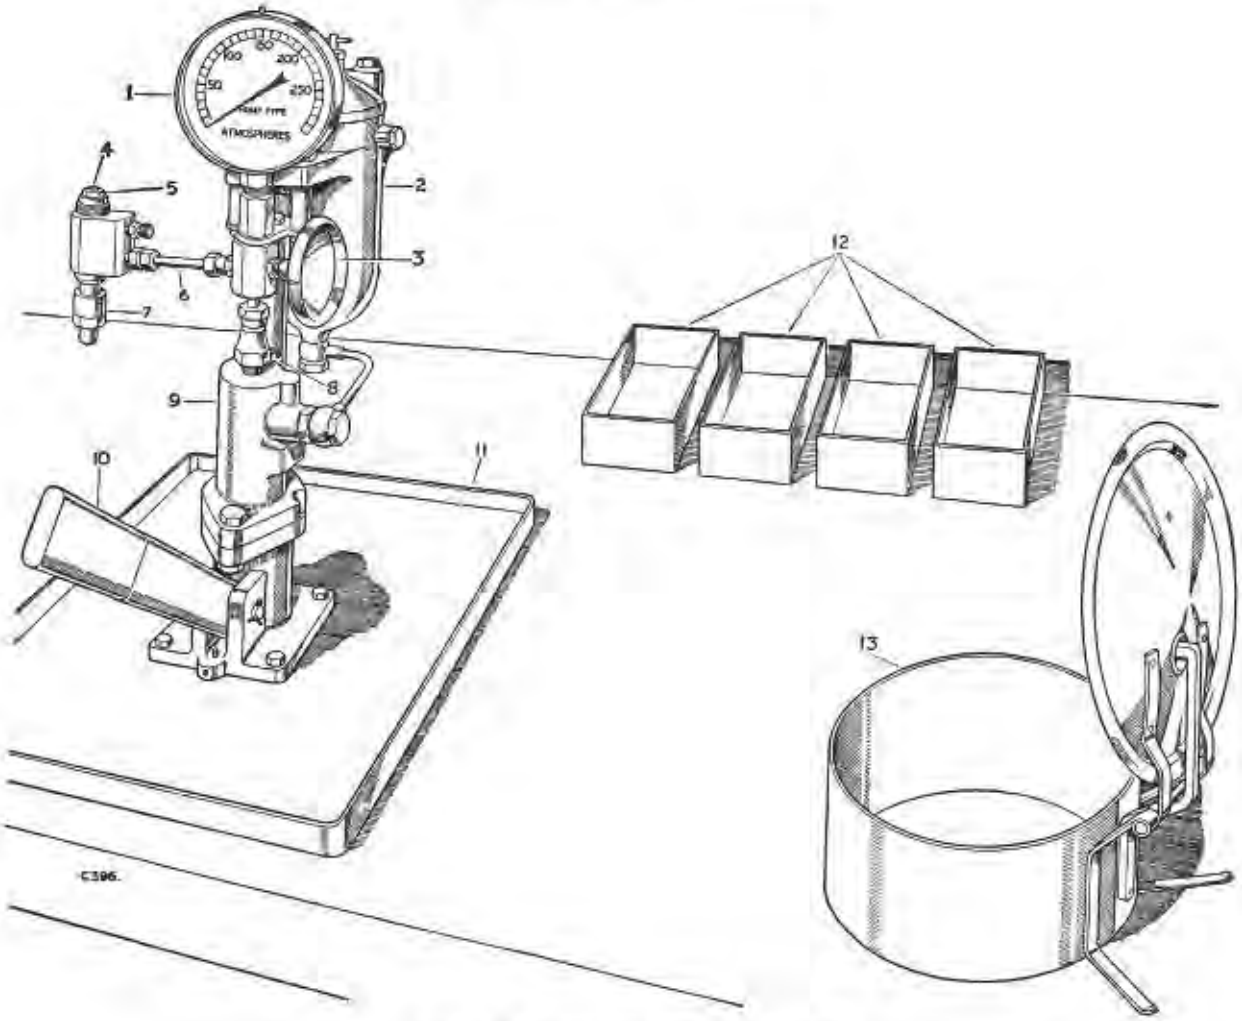

**Fig. L1-80. Injection nozzle setting outfit**
**To test** (Fig. L1-80)
1. Remove the cap from oil container (2) and fill with 1½ pints (0,8 litre) of Shell calibration fluid.
2. Air vent the system by removing the vent screw (8), allow oil to flow freely for a few seconds and replace the screw whilst the flow continues. Operate the pump handle until oil flows from pipe (6).
4. Close the check valve (3) to keep the pressure gauge out of circuit and smartly operate the hand lever (10) several times to expel all air from the system.